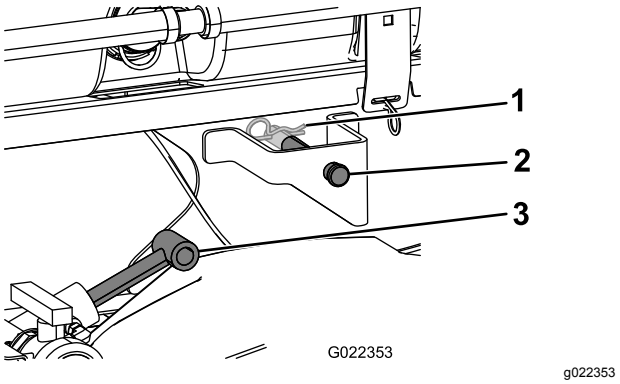

Figur 10
4. Udvid løftecylinderne til beslagene på tankplatformen, og placer cylinderarmene, så de flugter med hullerne i tankplatformens beslag (Figur 10).